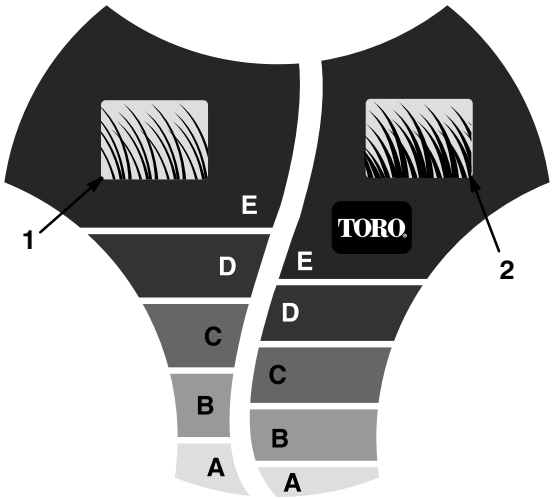

Figure 15
The *SmartWheel* has two cutting scales: *SPARSE/NORMAL* and *LUSH* — to ensure the best height-of-cut setting in any mowing condition (Fig. 15). Use the *SPARSE/NORMAL* scale during the warm summer season for the majority of your mowing. The *LUSH* scale is for thick, moist, succulent grass that grows most often in the spring.
1. Before starting the engine, move the lawn mower onto the grass. Stop moving the lawn mower when the letters on the *SmartWheel*™ design on the rear left wheel are upright (Fig. 15).
2. Use the *SmartWheel* design (Fig. 15) to compare the tips of the grass blades to the letters on the wheel. The letter on the *SmartWheel* that matches the tips of the grass blades is the proper cutting height.